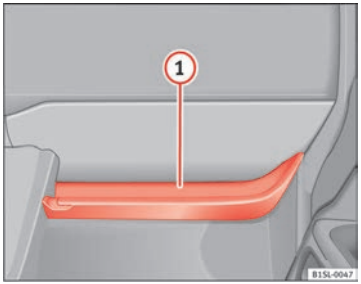

Fig. 77 Vide-poches ouvert côté passager.
Dans le vide-poches ouvert se trouve un crochet pour sacs ⇒ fig. 77 (1).